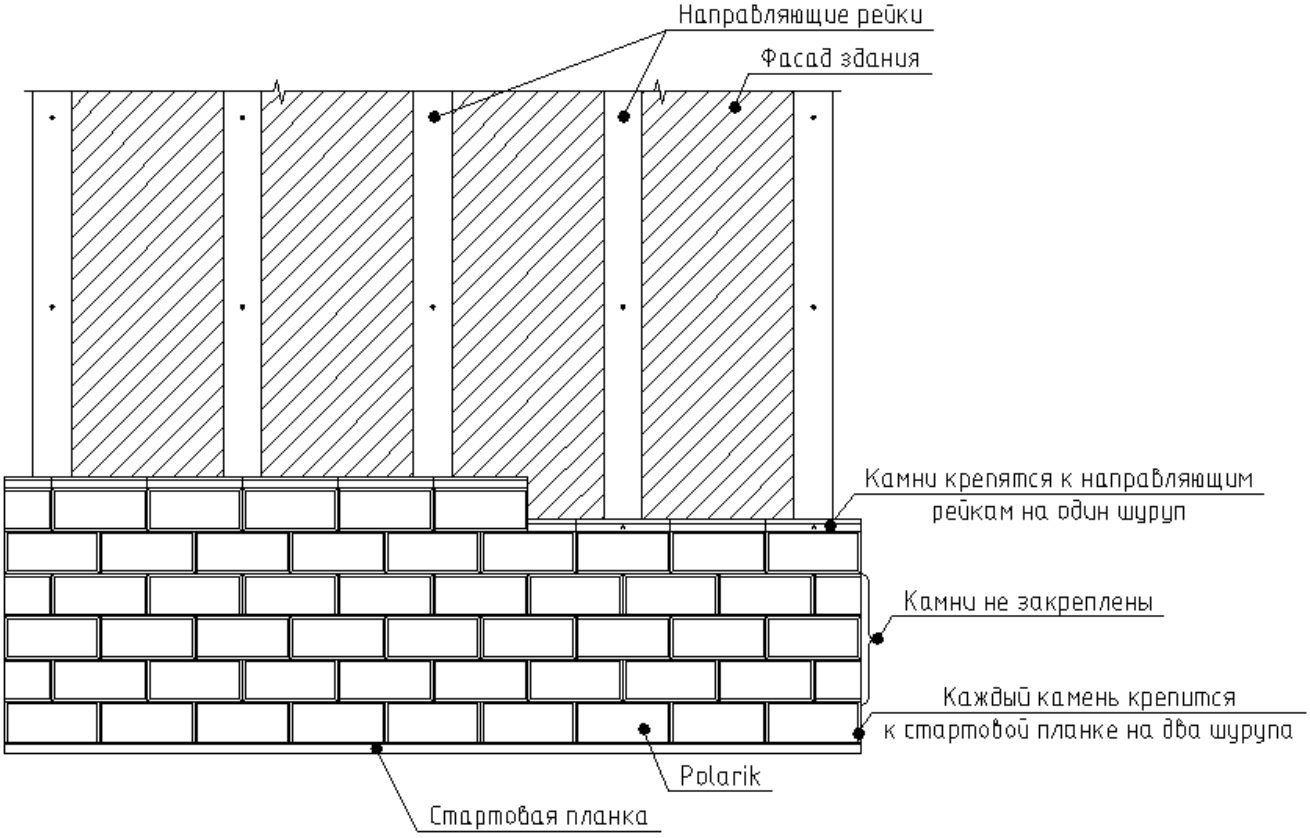

Рис.3.3. Порядок крепления рядов облицовочных камней Polarik (БСКЦ)
3.8. Камни пятого ряда прикручиваются в местах примыкания к вертикальным направляющим оцинкованными саморезами 3,5х35мм. Далее крепится лишь каждый четвертый ряд камней. (Рис.3.3)